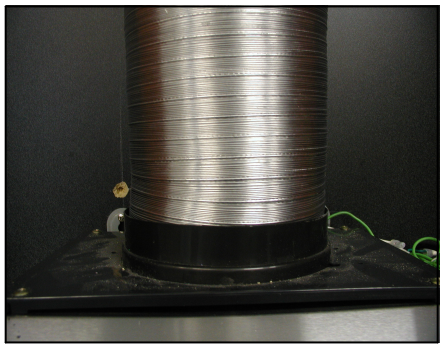

Figure 6
5. Use 6” round pipe to connect the plastic exhaust on the hood to the ductwork above. Use duct tape to make all joints secure and air tight. Refer to Figure 6.